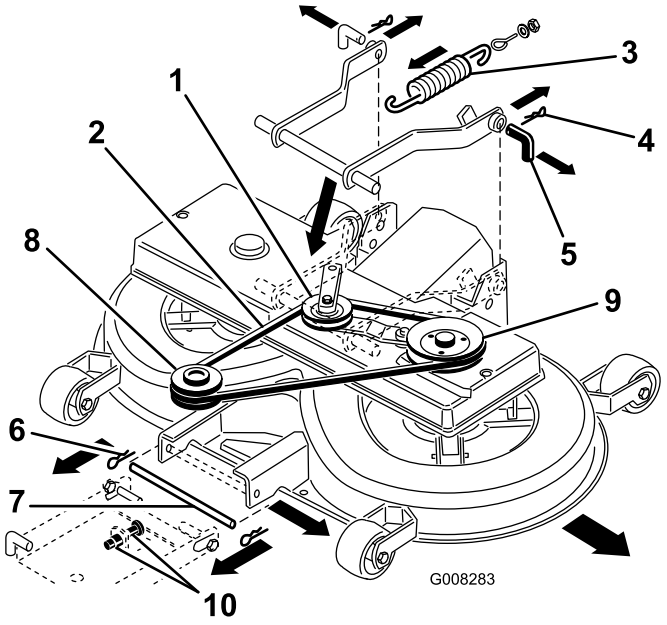

Figur 39
2. Avlägsna kilremskivan och hjälpstyrarmen (Figur 39).
8. Dra in hjälpstyrarmen och ta bort kilremmen från remskivan (Figur 39).
9. Lossa fjädern från inkopplingsspaken (Figur 39).
11. Avlägsna hårnålsklämmorna från de 2 bakre stiften och ta bort stiften (Figur 39).
12. Avlägsna hårnålsklämman från det främre stiftet och ta bort stiftet (Figur 39).
13. Avlägsna kilremmen från motorremskivan (Figur 39).
7. Flytta den främre fjädringens nedre stift till det nedersta läget av de avlånga hålen genom att justera de 2 muttrarna (M12) på den främre fjädringen (Figur 39).